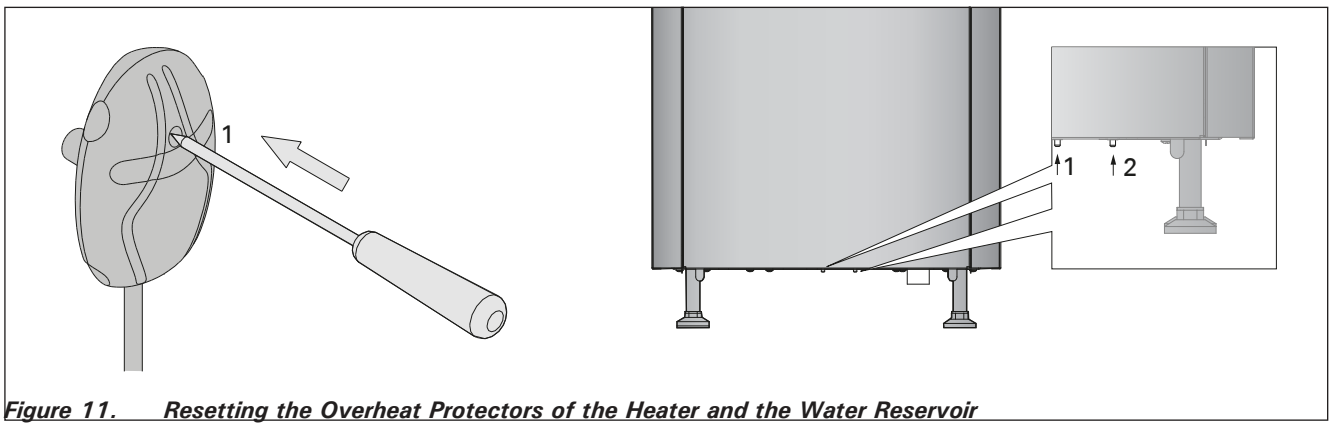

Figure 11. Resetting the Overheat Protectors of the Heater and the Water Reservoir
See figure 11. If the temperature of the sauna room becomes dangerously high, the overheat protector (1) will permanently cut off the supply of the heater. The overheating protector (1) can be reset after the heater has cooled down. Please check that the stones are piled properly and the sensor is installed according the installation instructions. See also the installation instructions for control unit.